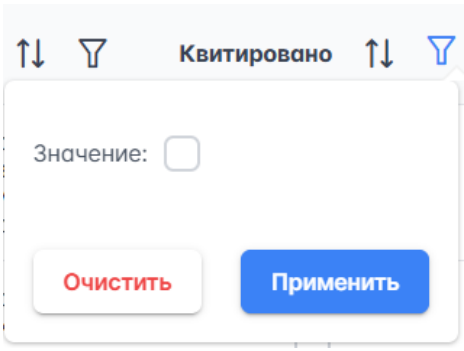

Рисунок 8 – Расширенный поиск в столбце "Квитировано"
1) Нажать на символ справа от названия столбца, откроется окно поиска (рисунок 8).